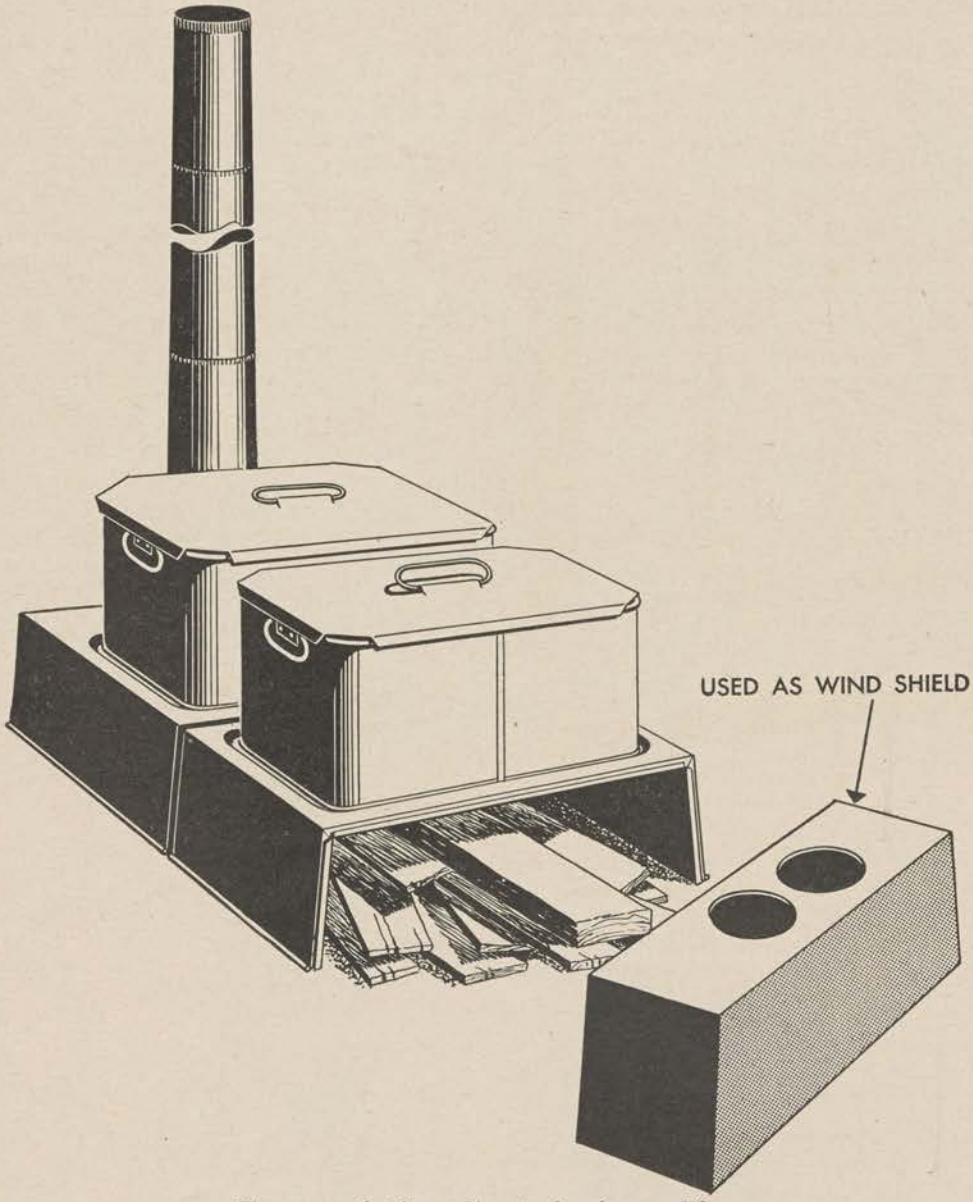

Figure 19. Outfit, cooking, pack, using wood fire.
(5) Straighten the pot seats occasionally to maintain airtightness.
(6) See section II, appendix, for a list of parts for mechanical maintenance.
c. Using a Wood Fire. (see fig. 19). (1) Assemble the range without the burner section.
(2) Dig a trench 3 or 4 inches deep and 15 inches wide under the front section of the firebox.
(3) Build a fire in the trench, keeping it toward the front.
(4) The burner section may be used as a windshield or as a draft control.